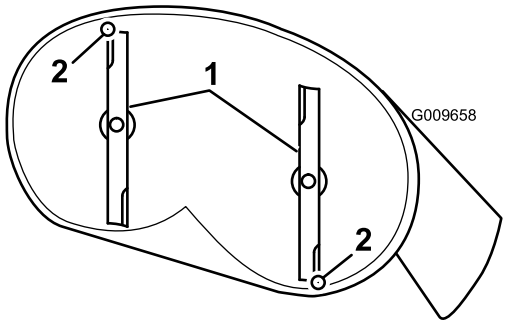

Figuur 56
4. Draai de messen voorzichtig totdat ze in de lengterichting wijzen (Figuur 56).
5. Meet de afstand tussen de rand van zowel het voorste mes als de rand van het achterste mes tot het horizontale oppervlak (Figuur 56). Als de rand van het voorste mes niet 1,6–7,9 mm lager staat dan de rand van het achterste mes, moet u de voorste borgmoer afstellen.
8. Na de afstelling moet u de schuimstand van het maaidek nogmaals controleren. Stel de moer net zolang bij totdat het uiteinde van het voorste mes 1,6–7,9 mm lager staat dan het uiteinde van het achterste mes (Figuur 56).